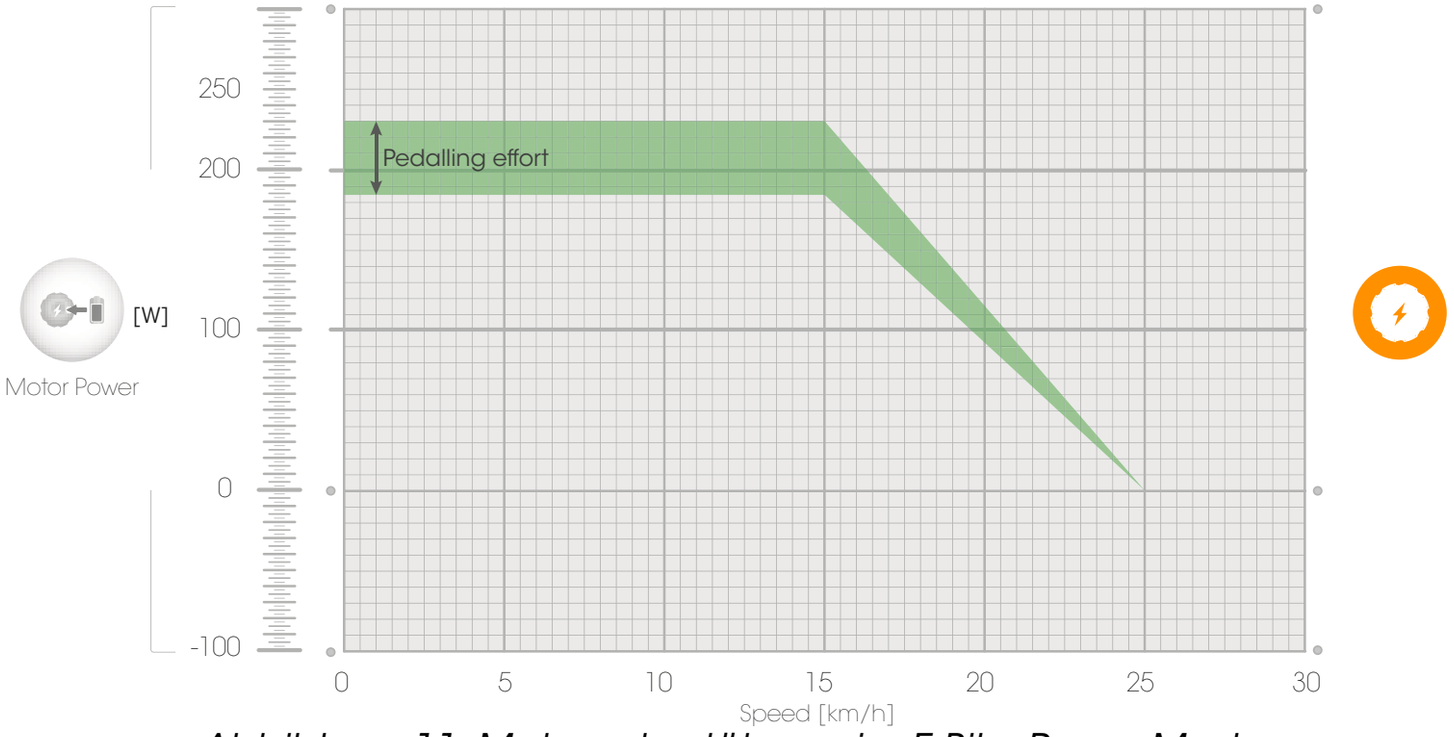

Abbildung 11: Motorunterstützung im E-Bike Power Modus
- E-bike (Abbildung 11): dieser Power Modus entspricht einem normalen Pedelec (Elektrisch unterstütztes Fahrrad). Die Unterstützung des Motors ist sanfter als im Turbo-Modus und das Leistungsmaximum liegt leicht unter 250 W.